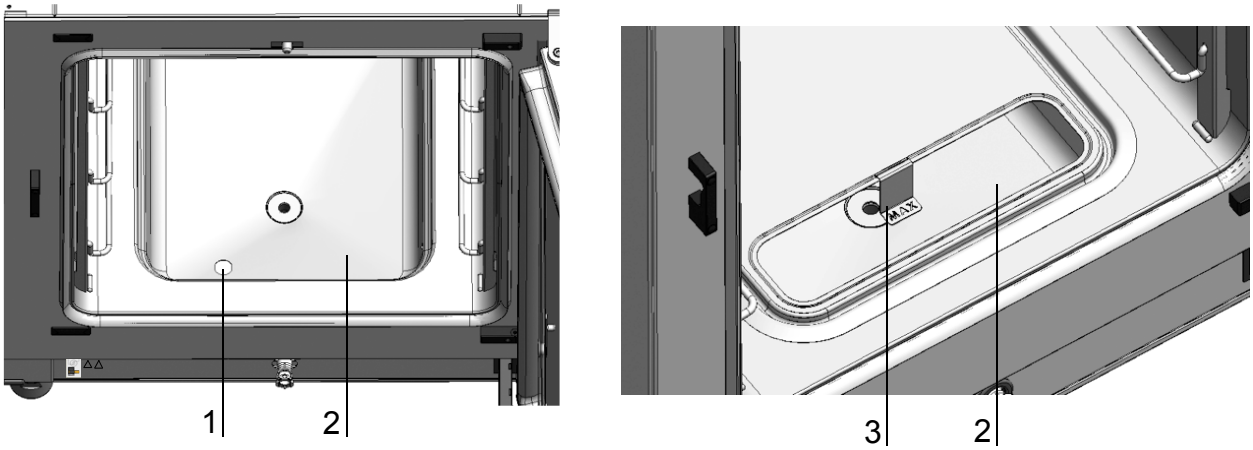

图 3-8. 水位传感器
- 水位传感器 (1/ 图 3-8) 向用户发出报警，当水箱 (2/ 图 3-8) 需要补充水的时候。 如果水箱中水只剩下 0.5 公升，显示屏的字段 rH 显示出提示**故障 - rH - 没有水**（参见 “ 出错提示 ” 在 页码 6-45)。
- 作为补充水的辅助，有显示最大水位的机械 / 视觉显示（参见 / 图 3-8）。